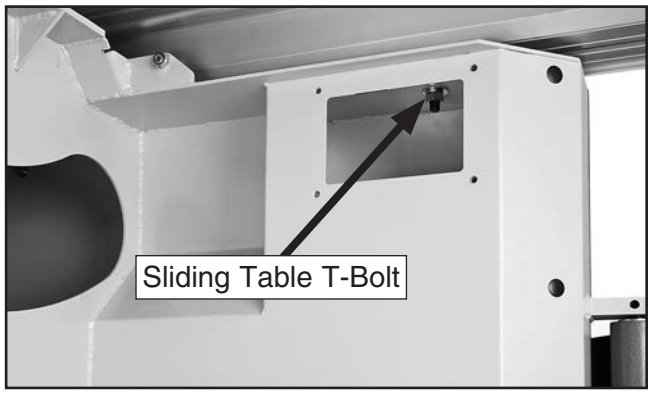
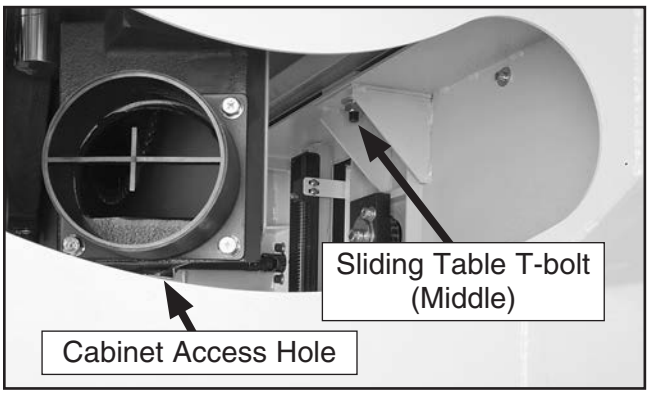

Figure 20. Sliding table T-bolt access on rear side at back of saw.
Figure 22. Sliding table middle T-bolt access.
6. Remove access covers on each side of the frame to reach the T-bolts on the ends of the sliding table (**Figures 20–21**). Reach through cabinet access hole to reach middle sliding table T-bolt (**Figure 22**).
7. Put (3) M12-1.75 hex nuts, (3) 12mm lock washers, and (3) 12mm flat washers on end of each T-bolt and tighten to secure sliding table to frame (as shown in **Figures 20–22**).